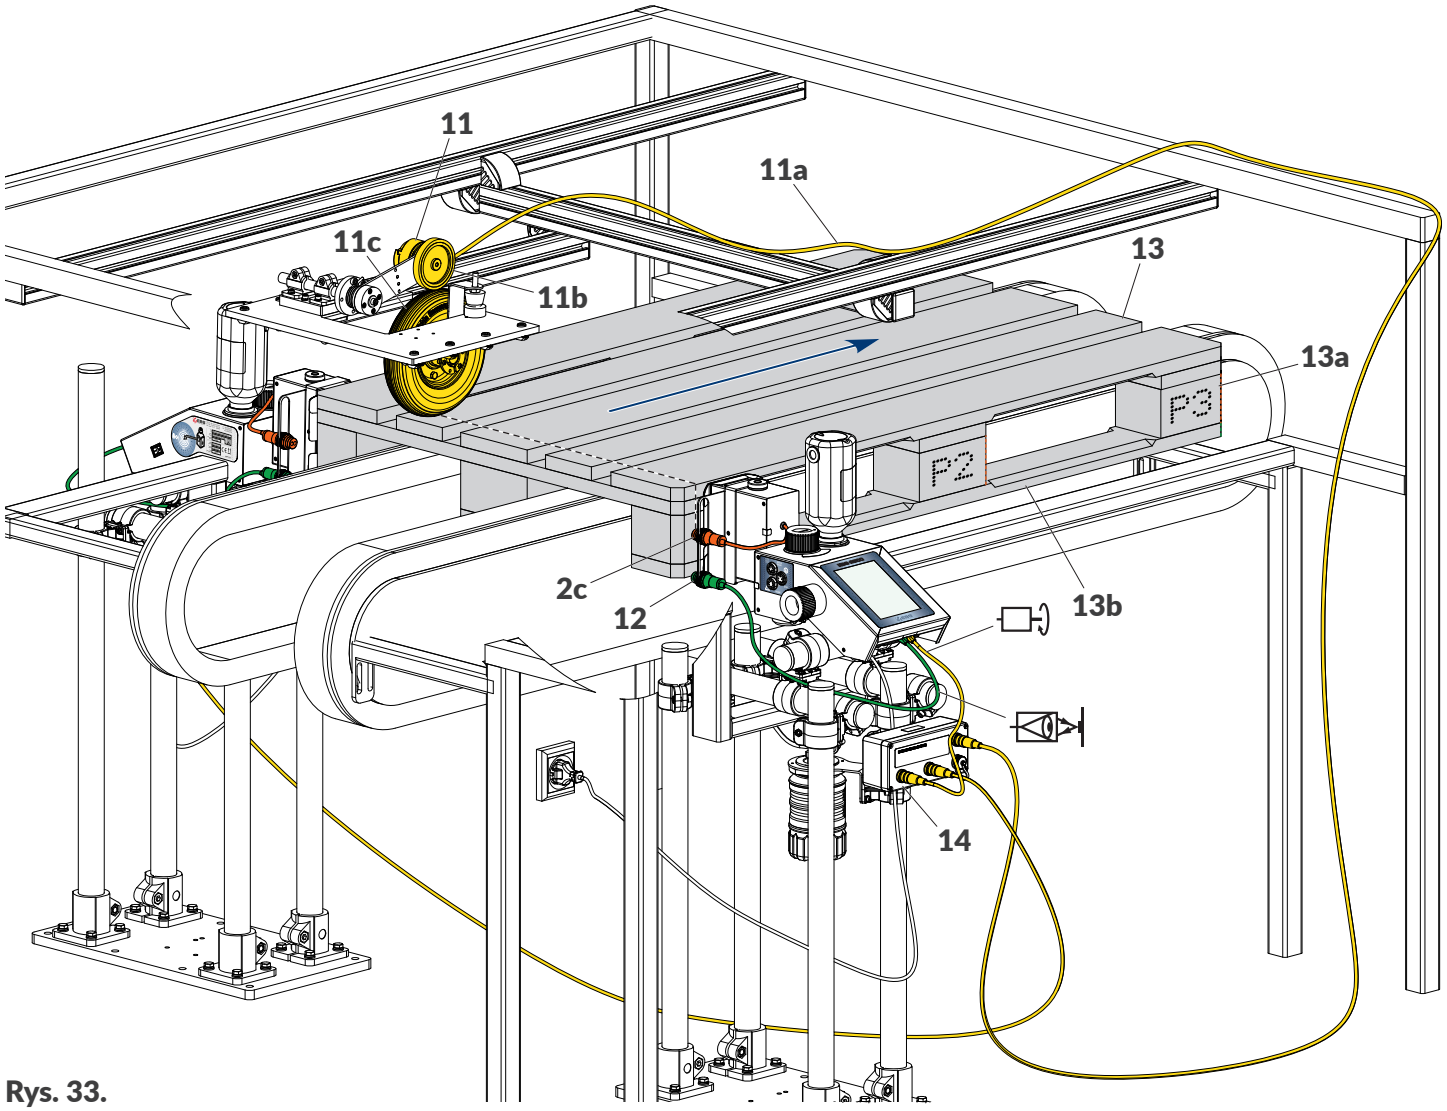

Rys. 33.
*Jeżeli aplikacja użytkownika wymaga zastosowania dwóch drukarek (np. do opisywania europalet), które mają wykorzystywać jeden enkoder, to sygnał z enkodera może zostać rozdzielony za pomocą specjalnego rozdzielacza **14** (patrz **Rys. 33 na stronie 40**).*
W celu jednoczesnego opisywania europalet z dwóch stron konieczne jest zastosowanie dwóch drukarek **Hi-Res** EBS-2600. Taka aplikacja przedstawiona jest na *Rys. 33*.
W aplikacji pokazanej na ***Rys. 33 na stronie 40***:
W celu uniknięcia potencjalnych problemów opisanych w rozdziale ***„2.3.5.1. Użycie jednego fotodetektora - brak synchronizacji wydruków z europaletami”***, jakie mogą się pojawić podczas opisywania europalet, zalecane jest użycie dwóch fotodetektorów w każdej drukarce. Taka aplikacja przedstawiona jest, np. na ***Rys. 33 na stronie 40***. W takiej konfiguracji wewnętrzne fotodetektory **2c** służą do wykrywania wsporników **13a** czyli do wyzwalania drukowania kolejnych fragmentów wydruku (**P1**, **P2**, **P3**). Natomiast zewnętrzne fotodetektory **12** służą do wykrywania początku (↑) oraz końca (⇡) deski dolnej **13b** każdej europalety **13**, a tym samym służą do synchronizacji wydruków z europaletami.
Dodatkowe informacje dotyczącej aplikacji pokazanej na ***Rys. 33 na stronie 40***: